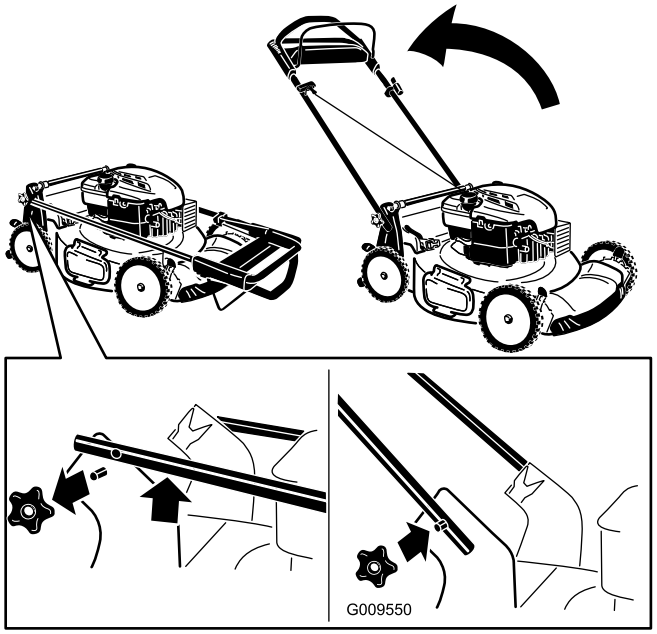

Figure 4
1. Retirez les boutons du guidon sur le carter de la tondeuse (Figure 4).
3. Montez et serrez les boutons du guidon retirés à l'étape 1 (Figure 4).